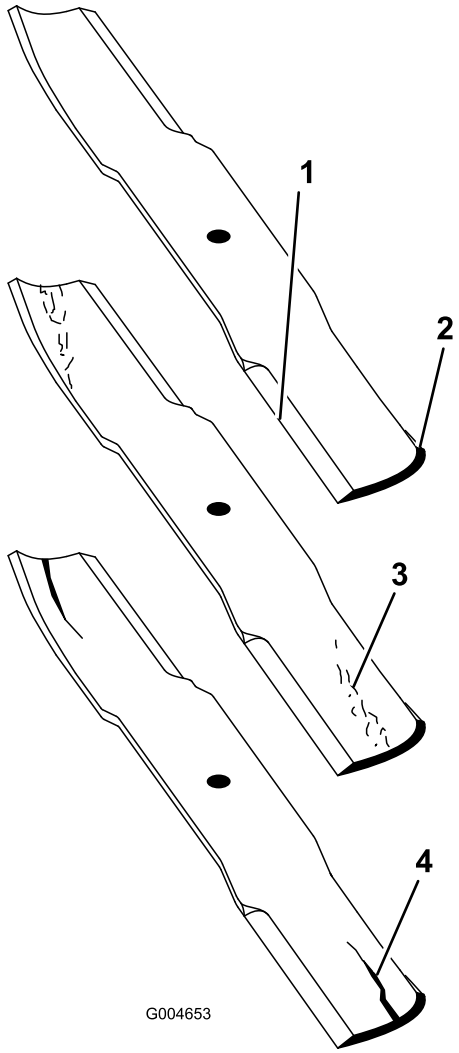

Figuur 85
2. Controleer nauwkeurig de uiteinden van het maaimes, in het bijzonder op de plaats waar het platte en het gebogen deel samenkomen (Figuur 85).
Opmerking: Omdat het metaal dat het platte en het gebogen deel van het mes verbindt, kan wegslijten door zand en ander schurend materiaal, moet u dit steeds controleren voordat u de maaier gaat gebruiken. Als u een slijtplek ontdekt (Figuur 85), moet u het mes onmiddellijk vervangen.